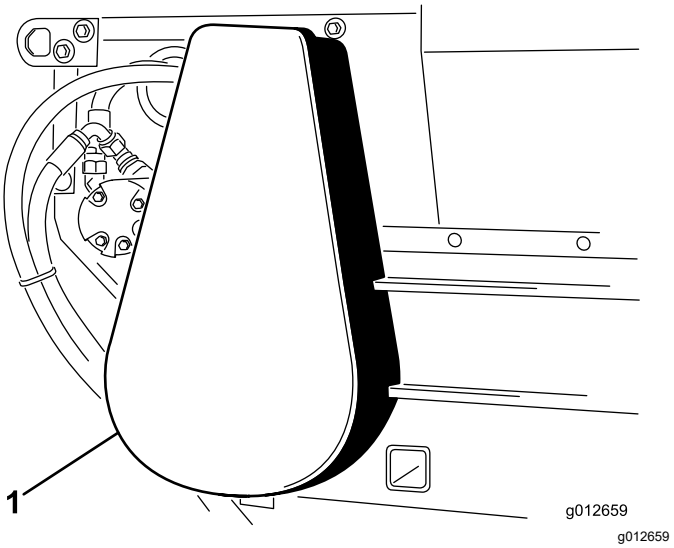

**Figur 39**
3. Monter kjededekslet (Figur 39).